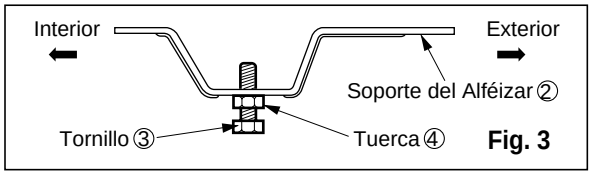

Fig. 3
3. Ligeramente ensamble el soporte del alfeizar usando las partes de la fig. 3.